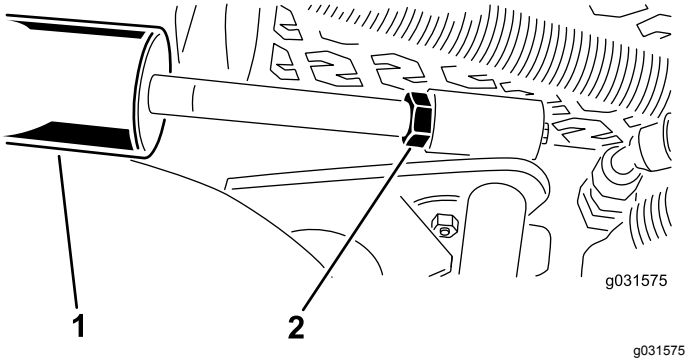

Figur 15
A. Sänk klippenheterna och flytta kontramuttern bakåt på cylindern (Figur 15).